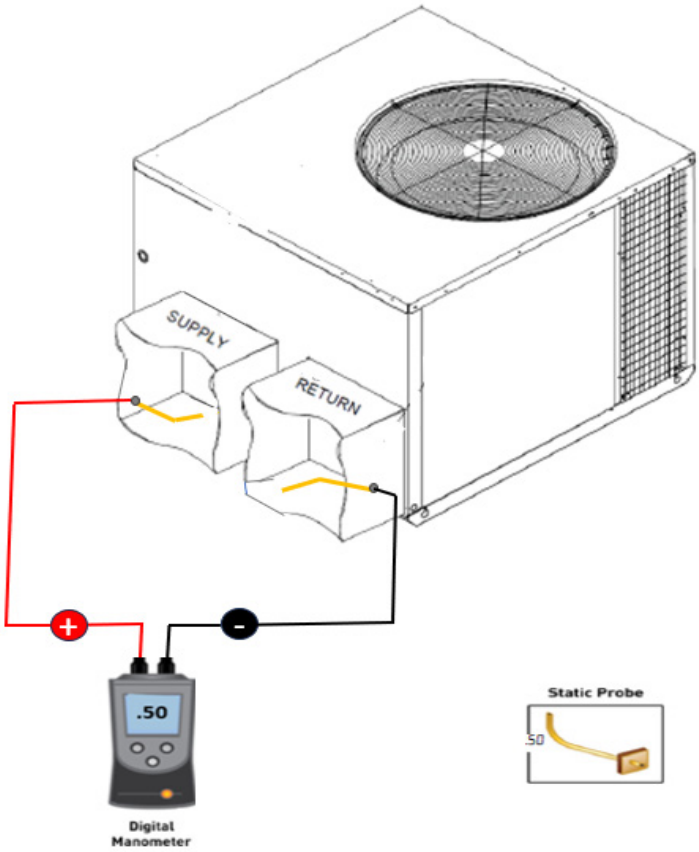

Figure 10: Total External Static
1. Using a digital manometer measure the static pressure of the return duct at the inlet of the unit (Negative Pressure). SEE FIGURE 10: TOTAL EXTERNAL STATIC.